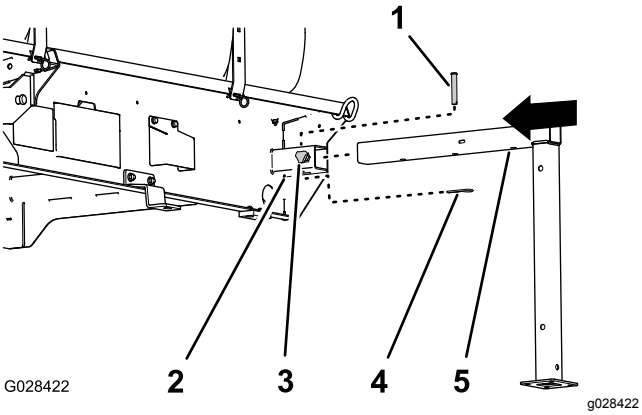

Figur 133
1. Rett inn den fremre jekkstøtten med jekkstøttemottakeren foran på tanken (Figur 133).
2. Skyv jekkstøtten inn i mottakeren helt til det midtre hullet på det horisontale jekkstøtterøret er justert med hullet på toppen av mottakeren (Figur 133).
4. Skru en låseknott inn i mottakeren, og stram til knotten for hånd (Figur 133).